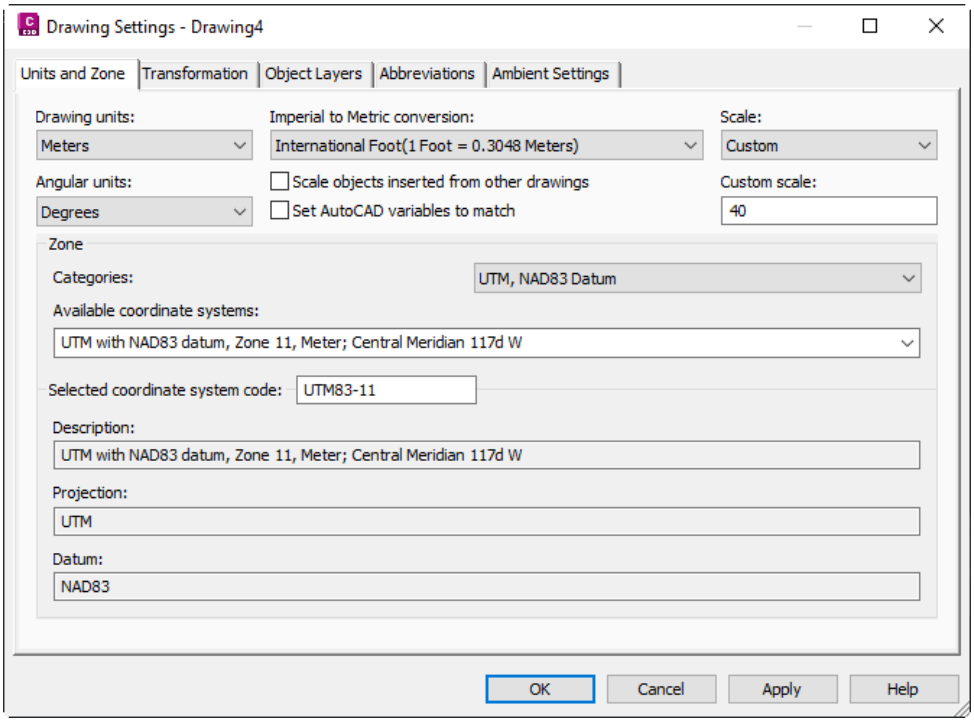

Figure 3-73 *The settings in the* ***Units and Zone*** *tab of the* ***Drawing Settings - Drawing 4*** *dialog box*
3. In the **Available coordinate systems** drop-down list, select the **UTM with NAD83 Datum, Zone 11, Meter; Central Meridian 117d W** option and then choose the **Apply** button from the **Drawing Settings** dialog box. The drawing is set to UTM Zone 11 projection and the datum is set to NAD 83, refer to Figure 3-73.